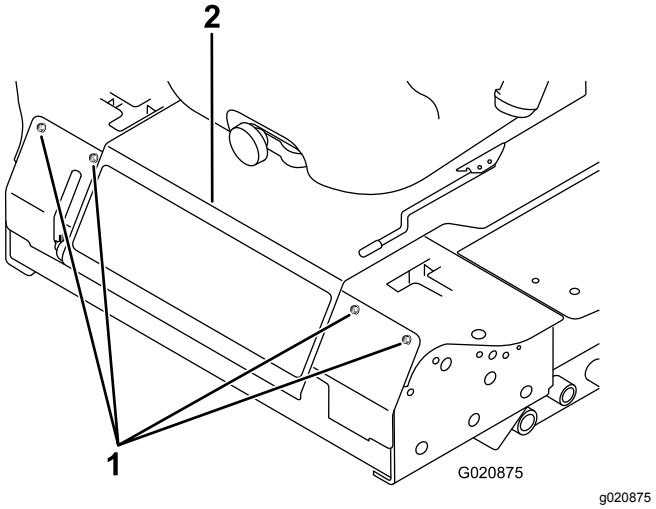

Rysunek 43
2. Usuń śruby mocujące panel przedni i zdejmij go (Rysunek 43).